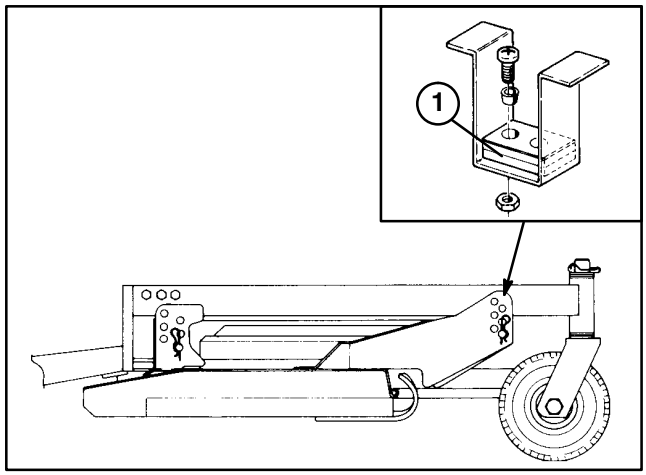

Figure 14
10. Check to make sure front height−of cut pins are resting properly on frame cushions (Fig. 14). If pins are not resting properly, place a shim or shims under cushion to raise it for proper alignment.